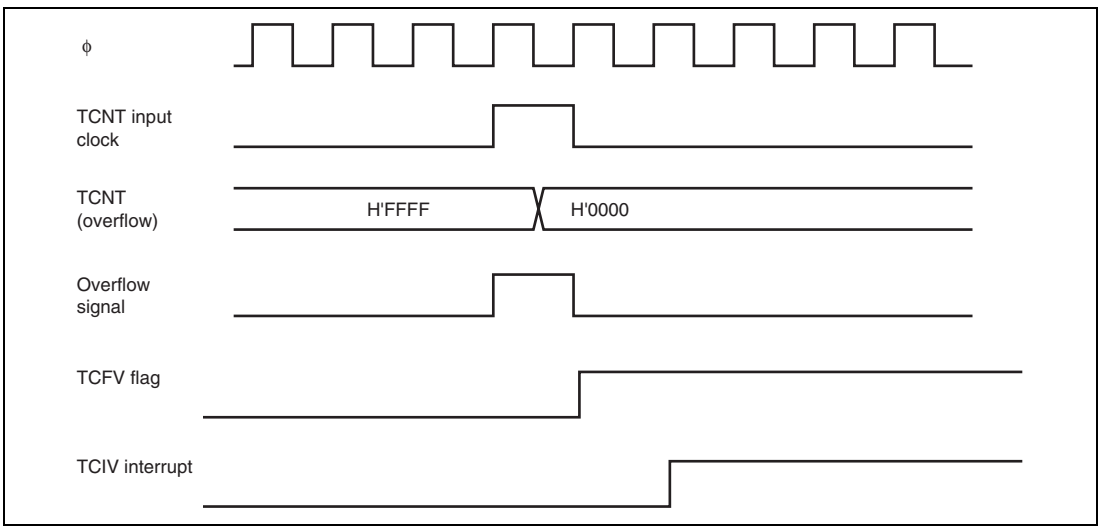

**Figure 10.40 TCIV Interrupt Setting Timing**
**TCFV Flag/TCFU Flag Setting Timing:** Figure 10.40 shows the timing for setting of the TCFV flag in TSR on overflow, and TCIV interrupt request signal timing.